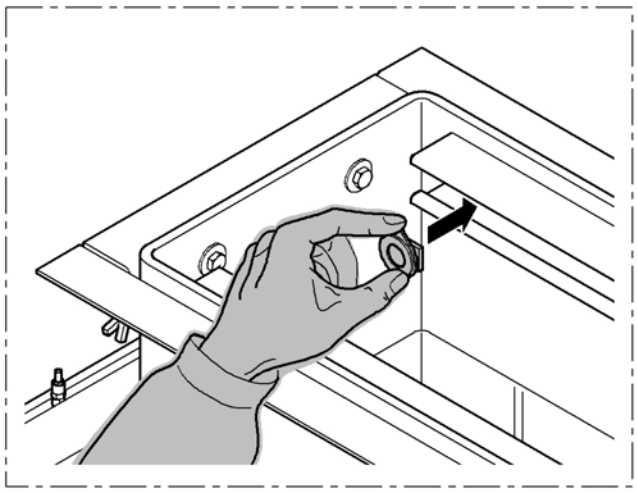

Fig. 6
• Introducir las tuercas apropiadas en las guías colocadas en los lados largos de la arqueta y hacerlas deslizar en los mismos para colocarlos en la posición deseada. (Fig.6)